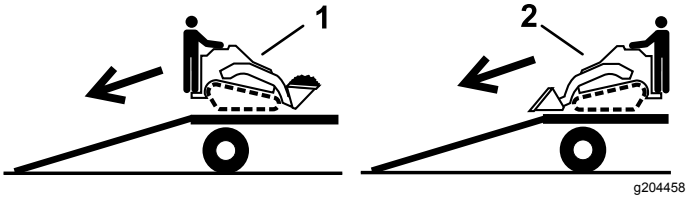

Rysunek 30
2. Wyładunek maszyny wykonuj tak, aby cięższa jej strona była po wyższej stronie pochylni, ładunek przewoź nisko (Rysunek 30).